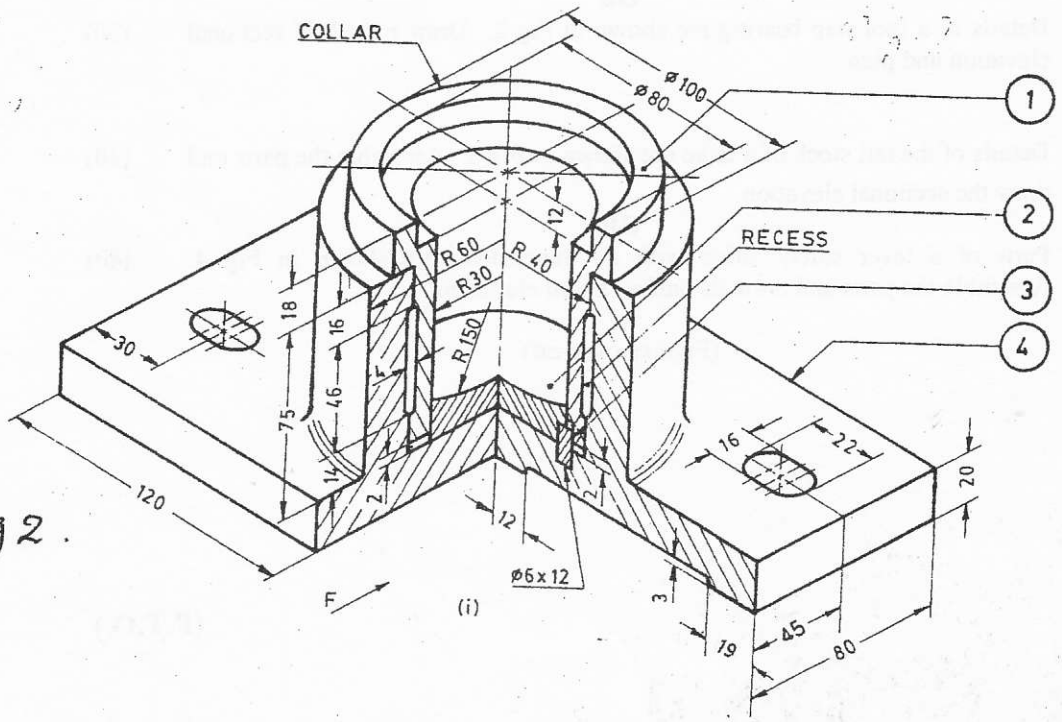

Fig 2.
IV. Details of a foot step bearing are shown in Fig 2. Draw right half sectional elevation and plan. (30)